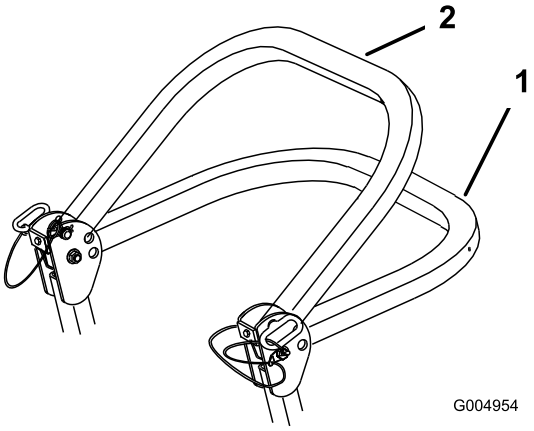

**Figur 6**
2. Sænk styrtbøjlen til sænket position. Der er to sænkede positioner. Se Figur 6 for at få vist positionerne.